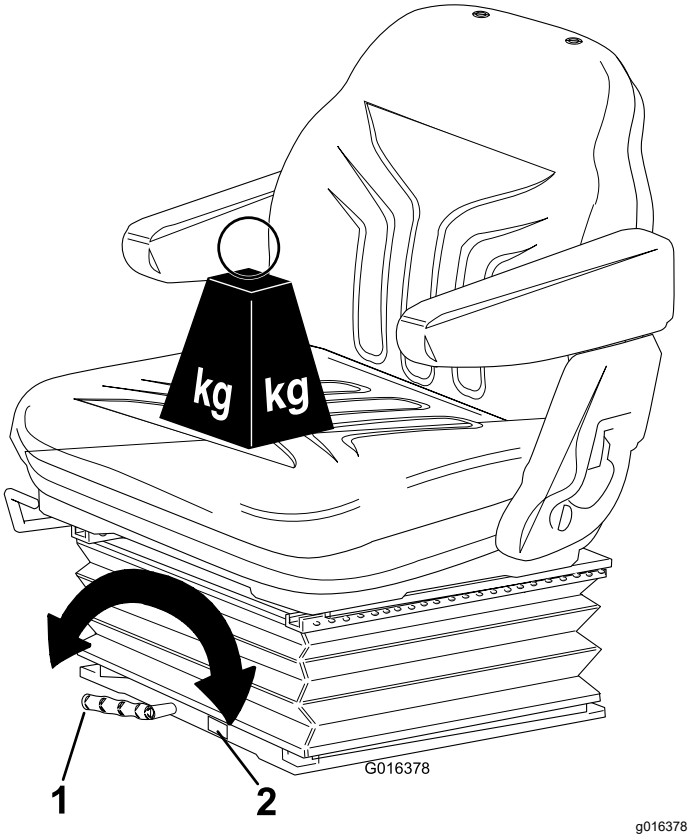

Rysunek 23
- Obracaj uchwyt zgodnie z ruchem wskazówek zegara, aby zwiększyć sztywność zawieszenia i w kierunku przeciwnym, aby ją zmniejszyć (Rysunek 23).